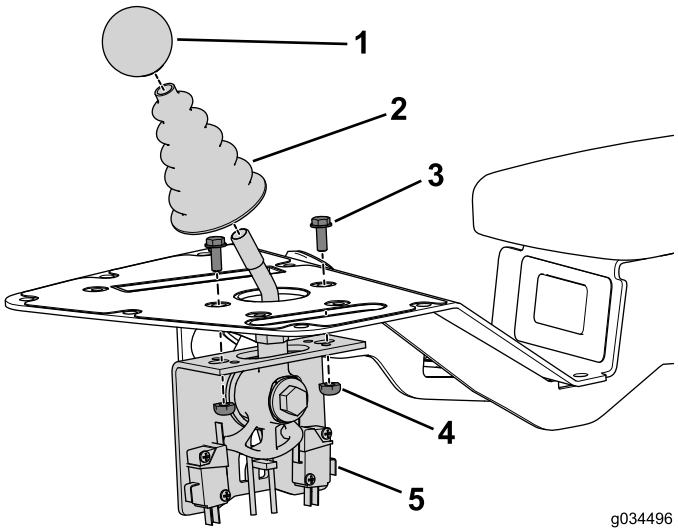

Figure 17
1. Use the 2 bolts (#10 x 1/2 inch) and locknuts to secure the joystick assembly to the console (Figure 17).